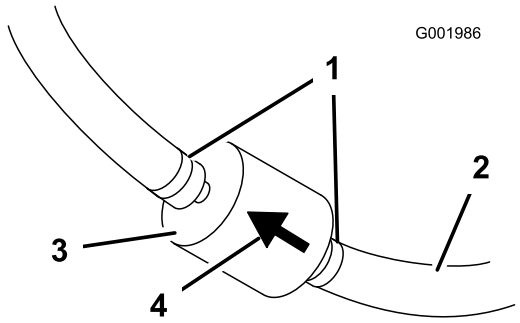

Figur 31
5. Klem sammen endene på slangeklemmene, og skyv dem bort fra filteret (Figur 31).